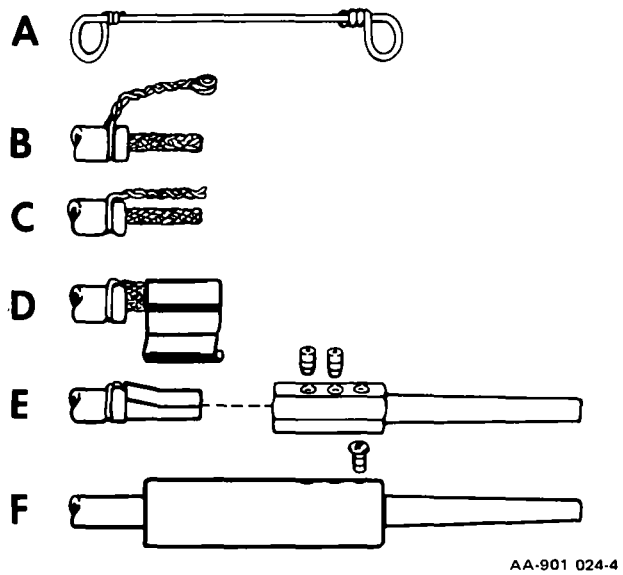

Figure 3-4. Jack Plug Installation
A. **Jack Plug Installation (Figure 3-4)**